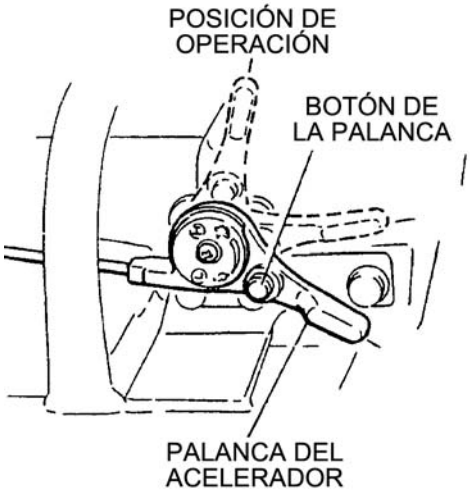

Figura 9. Palanca del acelerador (posición de arranque)
1. Para iniciar el apisonamiento, mueva la palanca del acelerador (Figura 9) ***rápidamente*** de la posición de **RALENTÍ** a la posición de **OPERACIÓN**. **NO** mueva la palanca del acelerador lentamente ya que esto puede causar daños en el embrague o el resorte.